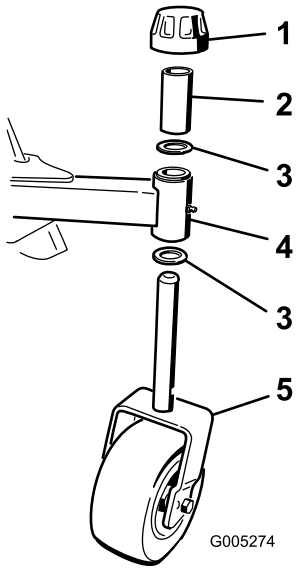

Figura 3
1. Retire el casquillo tensor del husillo de la rueda giratoria (Figura 3). Retire el espaciador y una arandela de empuje del husillo. Deje una arandela de empuje sobre el eje.
espaciador en el husillo e instale el casquillo tensor para fijar el conjunto (Figura 3).